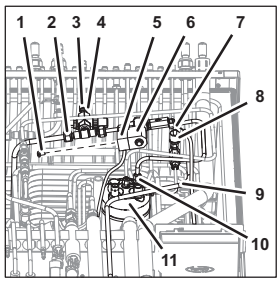

Fig. 61
1. Disconnect the plug (Fig. 61/5) of the solenoid valve (Fig. 61/6) by removing the fastening bolt (Fig. 61/1).
2. Disconnect the plugs (Fig. 61/7) of the CO_2 pressure switch (Fig. 61/8).
3. Disconnect the water input line on the coupling (Fig. 61/3) from the T-fitting of the water inlet pressure reducing valve (Fig. 61/4).
4. Disconnect the coupling (Fig. 61/2) on pre-cooling coil 1 from the T-fitting of the water inlet pressure reducing valve (Fig. 61/4).
5. Disconnect the coupling (Fig. 61/10) of pre-cooling coil 1 from the carbonator tank (Fig. 61/11).
6. Lift the connecting line (Fig. 61/9) of pre-cooling coil 1 out of the unit.
41. Position the connecting line (Fig. 61/9) of pre-cooling coil 1 within the unit.
42. Attach the coupling (Fig. 61/10) of pre-cooling coil 1 to the carbonator tank (Fig. 61/11).
43. Attach the coupling (Fig. 61/2) on pre-cooling coil 1 to the T-fitting of the water inlet pressure reducing valve (Fig. 61/4).
44. Attach the water input line on the coupling (Fig. 61/3) to the T-fitting of the water inlet pressure reducing valve (Fig. 61/4).
45. Attach the plugs (Fig. 61/7) of the CO_2 pressure switch (Fig. 61/8).
46. Attach the plug (Fig. 61/5) of the solenoid valve (Fig. 61/6) by removing the fastening bolt (Fig. 61/1).